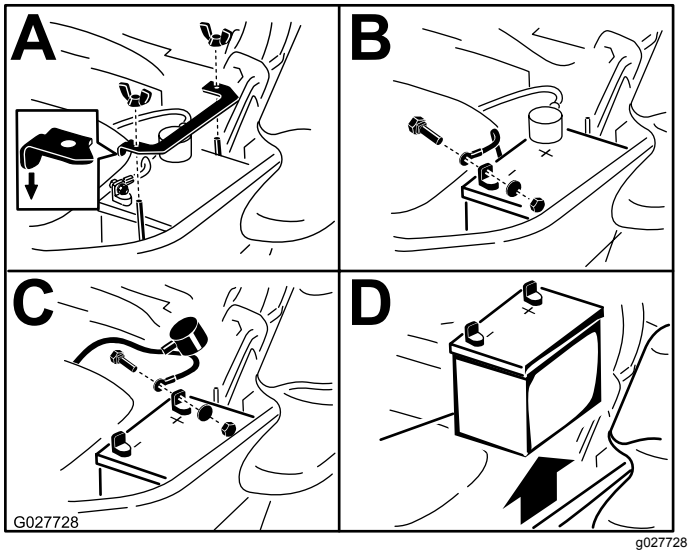

図 51
3. バッテリーのマイナス (-) 端子から、マイナスケーブル黒を外す図 51。
4. 次にプラス端子についている赤い保護カバーをずらして、プラス+ケーブル赤を露出させる図 51。
5. バッテリークランプを固定している蝶ナットを外す図 51。
6. クランプを外す図 51。
7. バッテリーを取り外す図 51。
1. バッテリーをトレイの上に置く端子が油圧オイルタンクと反対側を向くように置く図 51。
4. 両方のケーブルをボルトとロックナット2組を使って固定する図 51。
6. クランプを取り付け、蝶ナットで固定する図 51。